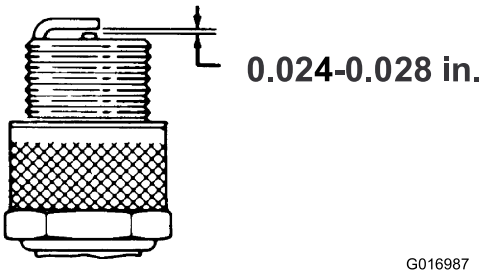

**Figur 31**
3. Pass på at elektrodeavstanden er korrekt (Figur 31).